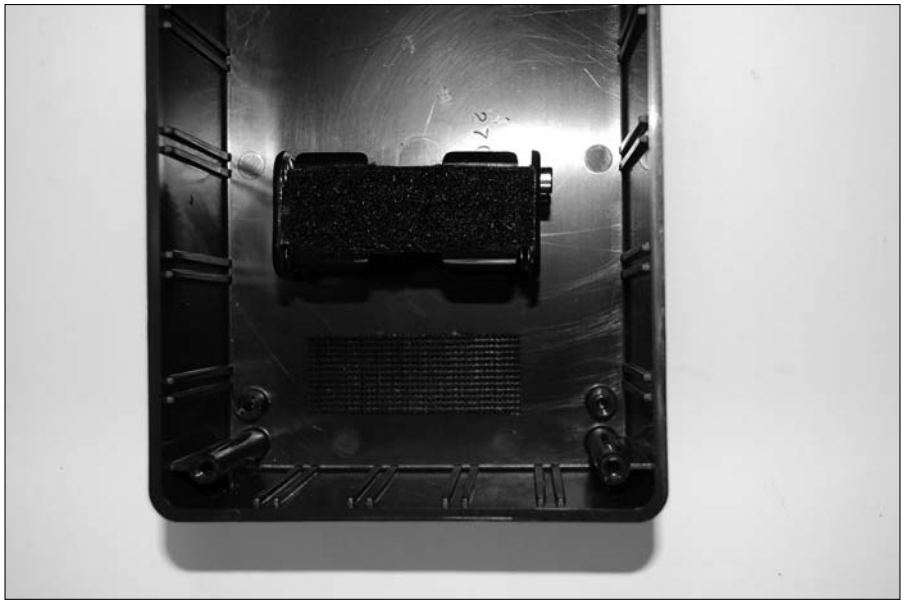

Figure 11-15: Stick Velcro to attach the battery pack.
8. **Place adhesive-backed Velcro in the box and on the battery pack, as shown in Figure 11-15.**